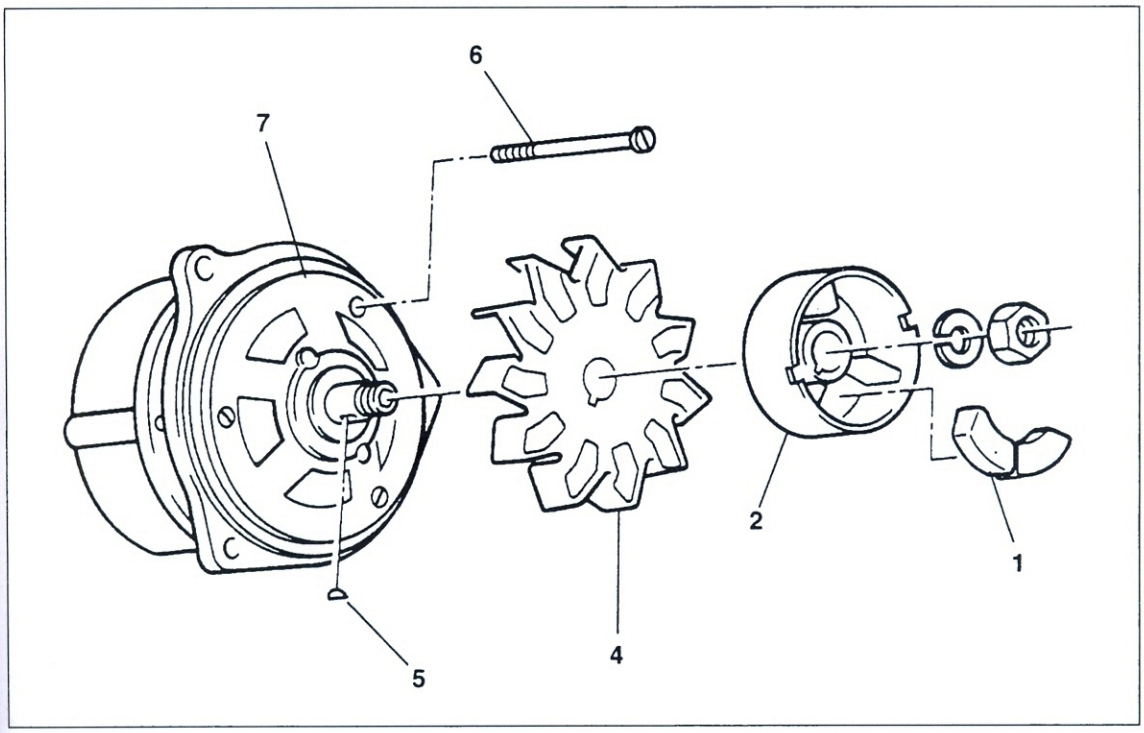
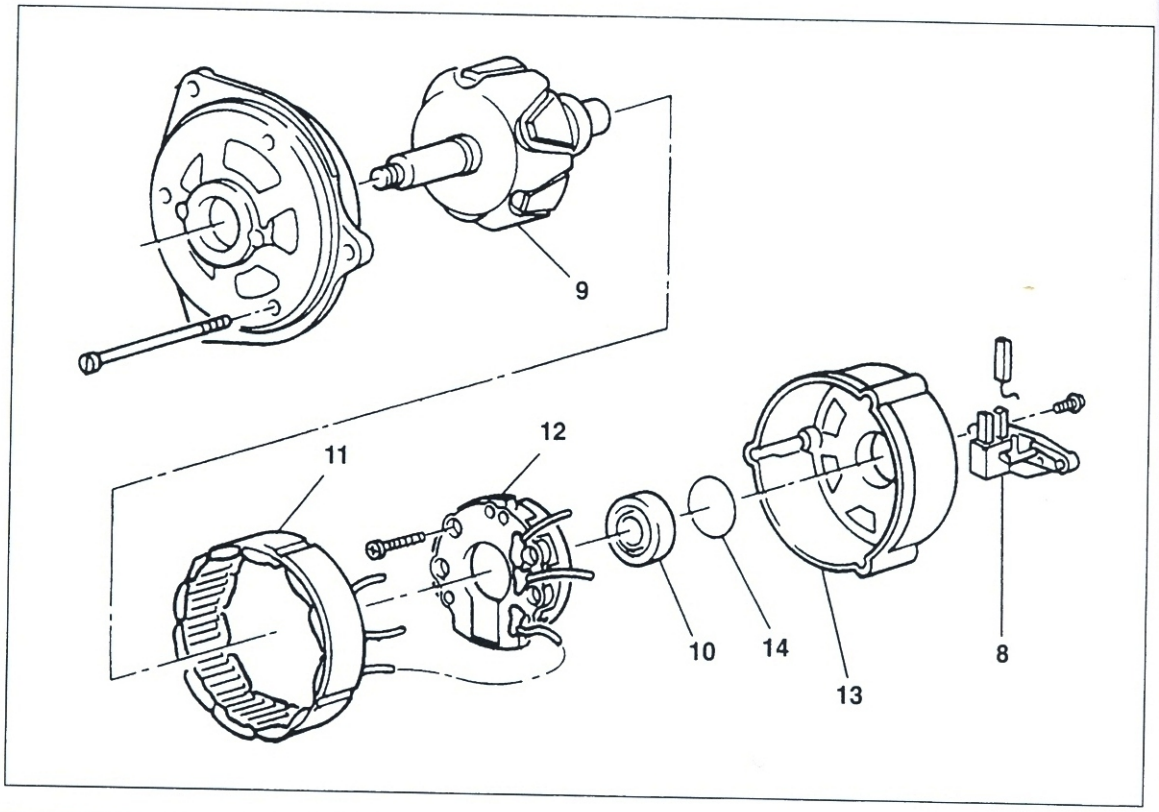
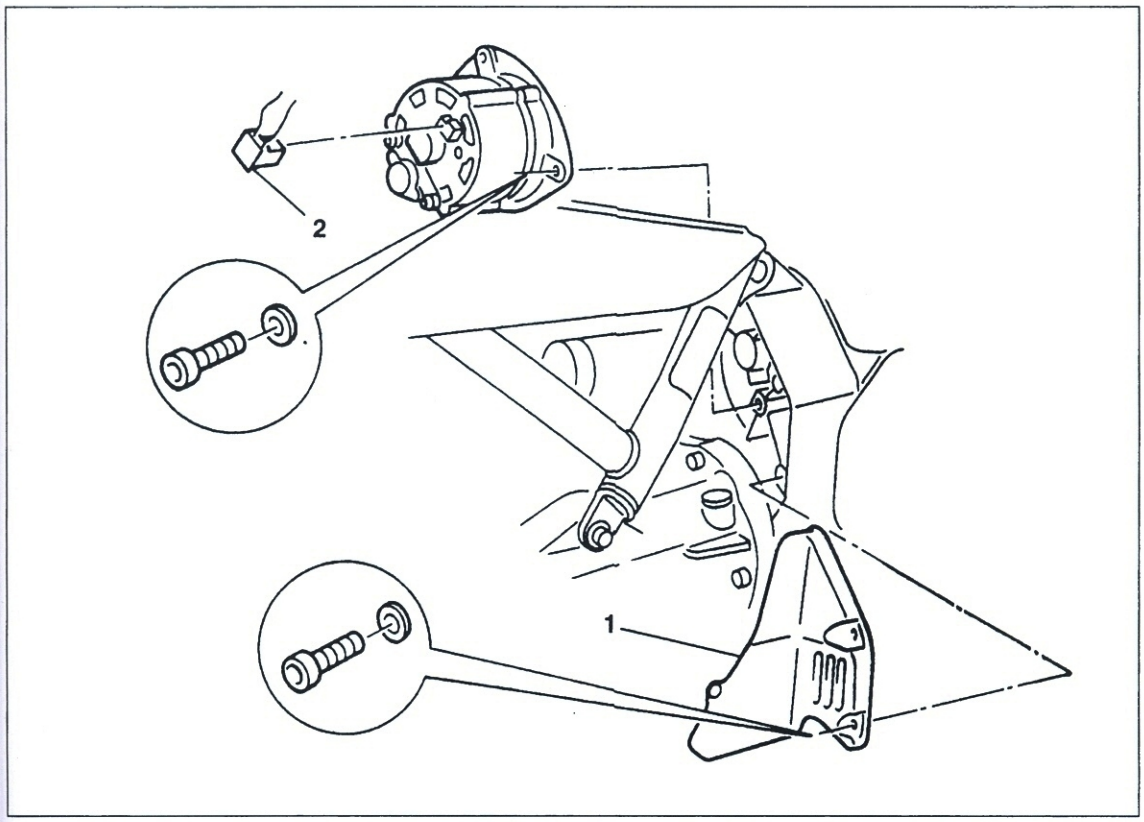

Bild 95
Bild 96
Bild 99
- Dämpferelemente ① Bild 95 aus Mitnehmergehäuse herausnehmen.
- Mitnehmergehäuse und Lüfterrad abziehen. Wellenkeil ⑤ abnehmen.
- Lagerschildschrauben ⑥ ausdrehen und Lagerschild mit Dreiarm-Abzieher abziehen.
- Regler ⑧ Bild 96 nach Ausdrehen der beiden Schlitzschrauben vorsichtig aus Gehäuse herausführen. Dabei Schleifkohlen nicht beschädigen!
- Anschlüsse der Statorwicklung ⑪ Bild 96 gemäss beim Ausbau gemachter Kennzeichnung an Diodenplatte ⑫ anlöten. Lötstellen mit Silikon isolieren.
● Dämpfungsgummis ① Bild 95 leicht geölt in Mitnehmergehäuse ② einlegen und Generator einsetzen (Bild 99). Drei Befestigungsschrauben anziehen (21 Nm).
● Zweipolstecker aufschieben und Abdeckung ① Bild 99 anbringen.